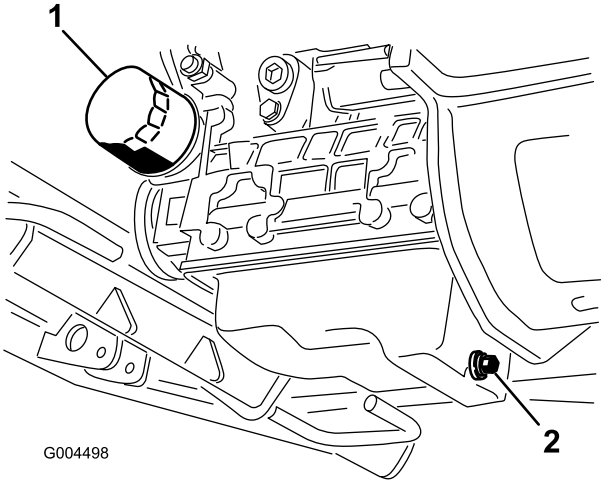

Figur 41
3. Sett tappefatet under tappepluggen på bunnpannen (Figur 41).
6. Ta ut og skift oljefilteret (Figur 41).